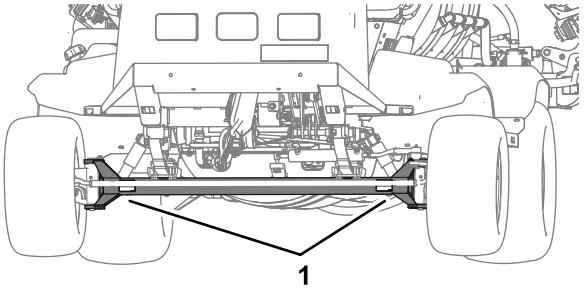
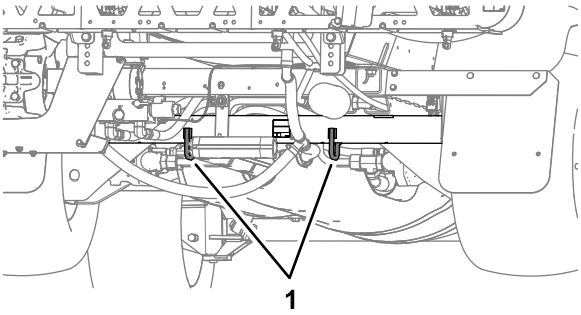

Figura 53
Figura 54
- Amarre la máquina firmemente al vehículo de transporte; la Figura 53 y la Figura 54 ilustran los puntos de amarre de la máquina.